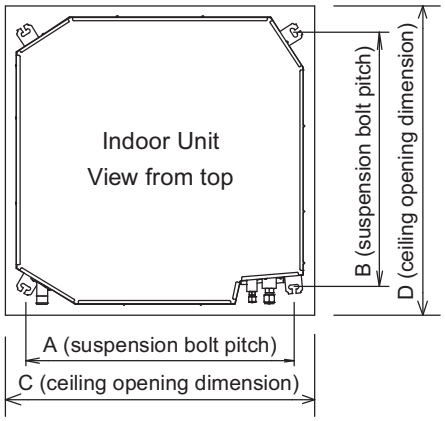

Fig. 1-8
(2) Follow Fig. 1-8 and Table 1-4 to make the holes in the ceiling.